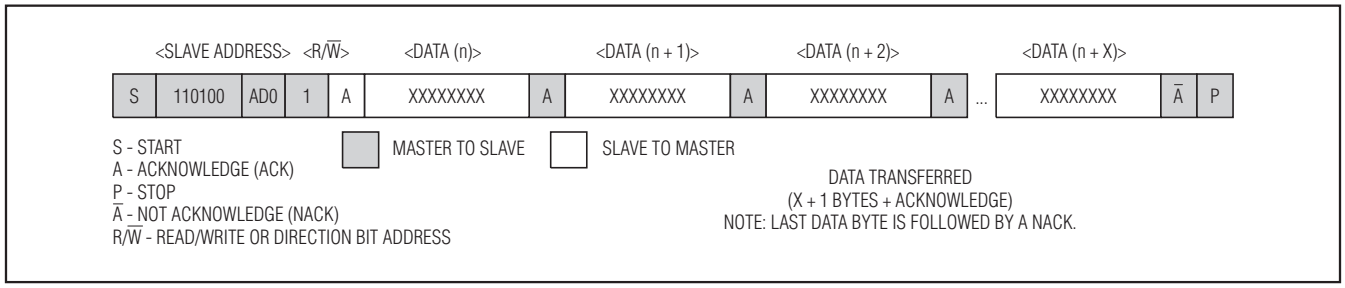

Figure 7. Data Read (from Current Pointer Location)—Slave Transmitter Mode
2) Slave transmitter mode (DS1372 read mode): The first byte is received and handled as in the slave receiver mode. However, in this mode, the direction bit indicates that the transfer direction is reversed. The DS1372 transmits serial data on SDA while the serial clock is input on SCL. START and STOP conditions are recognized as the beginning and end of a serial transfer (see Figure 7). The slave address byte is the first byte received after the master generates the START condition. The slave address byte contains the 7-bit DS1372 address, which is 110100 and AD0. Each slave address is followed by the direction bit (R/$\overline{W}$), which is one for a read. The bit position signified by A is compared to the value on the AD0 pin. After receiving and decoding the slave address byte, the device outputs an acknowledge on the SDA line. The DS1372 then begins to transmit data starting with the register address pointed to by the register pointer. If the register pointer is not written to before the initiation of a read mode, the first address that is read is the last one stored in the register pointer. The DS1372 must receive a "not acknowledge" to end a read.